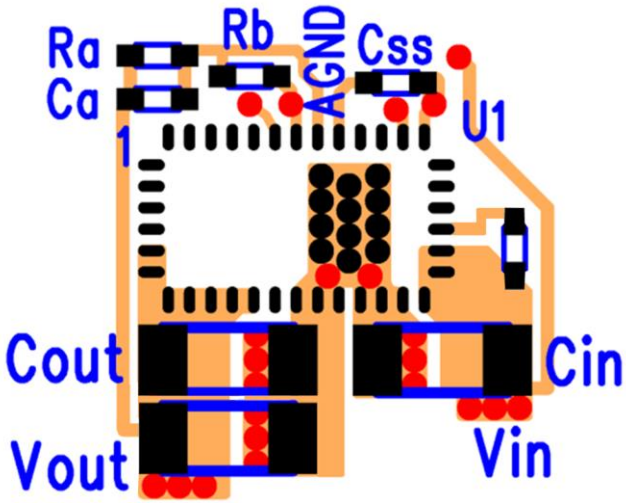

**Figure 10: Top PCB Layer Critical Components and Copper for Minimum Footprint (Top View)**
Figure 10 shows critical components and layer 1 traces of a typical EN6347QA layout with ENABLE tied to $V_{IN}$ in PWM mode. Alternate ENABLE configurations and other small signal pins need to be connected and routed according to specific customer application. Please see the Gerber files on the Altera website www.altera.com/powersoc for exact dimensions and other layers. Please refer to this Figure while reading the layout recommendations in this section.
**Recommendation 2:** Three PGND pins are dedicated to the input circuit, and three to the output circuit. The slit in Figure 10 separating the input and output GND circuits helps minimize noise coupling between the converter input and output switching loops.
**Recommendation 5**: Multiple small vias (the same size as the thermal vias discussed in recommendation 4 should be used to connect ground terminal of the input capacitor and output capacitors to the system ground plane. It is preferred to put these vias under the capacitors along the edge of the GND copper closest to the +V copper. Please see Figure 10. These vias connect the input/output filter capacitors to the GND plane, and help reduce parasitic inductances in the input and output current loops. If the vias cannot be placed under $C_{IN}$ and $C_{OUT}$, then put them just outside the capacitors along the GND slit separating the two components. Do not use thermal reliefs or spokes to connect these vias to the ground plane.
**Recommendation 6**: AVIN is the power supply for the internal small-signal control circuits. It should be connected to the input voltage at a quiet point. In Figure 10 this connection is made at the input capacitor close to the $V_{IN}$ connection.
**Recommendation 7**: The layer 1 metal under the device must not be more than shown in Figure 10. See the section regarding exposed metal on bottom of package. As with any switch-mode DC-DC converter, try not to run sensitive signal or control lines underneath the converter package on other layers.
Only the thermal pad and the perimeter pads are to be mechanically or electrically connected to the PC board. The PCB top layer under the EN6347QA should be clear of any metal (copper pours, traces, or vias) except for the thermal pad. The “shaded-out” area in Figure 10 represents the area that should be clear of any metal on the top layer of the PCB. Any layer 1 metal under the shaded-out area runs the risk of undesirable shorted connections even if it is covered by soldermask.